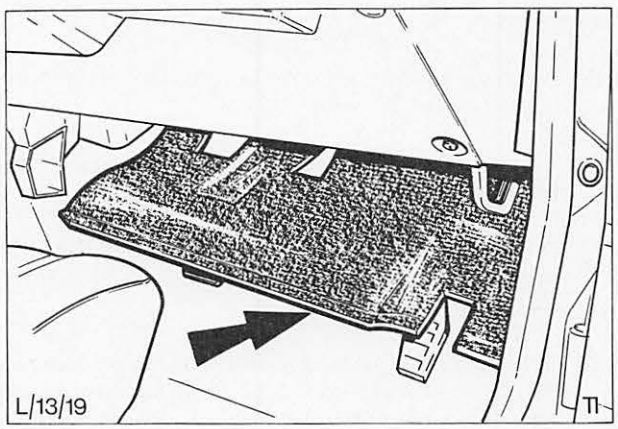

Abb. 21 Fußraumabdeckung
31. Rechte und linke Fußraumabdeckung montieren, Abb. 21.